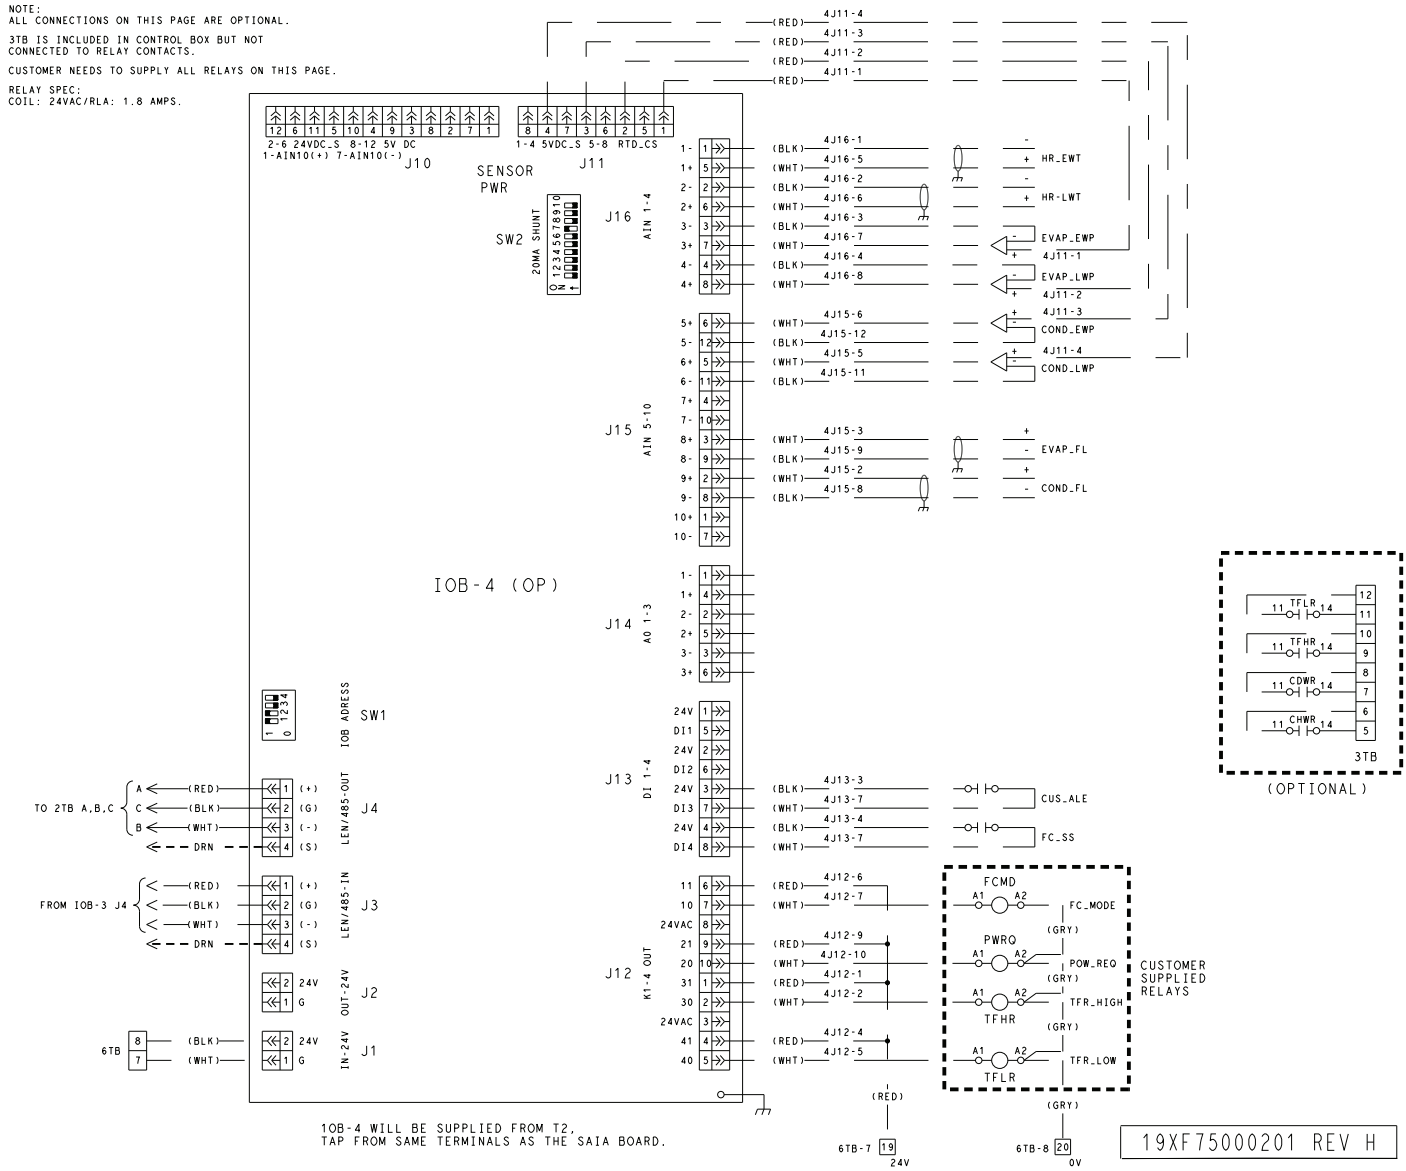

Fig. 15 — 19XR6/7 IOB4
1. See Fig. 15 for IOB4 wiring diagram.
2. For pressure readings, only Vout (output) terminal is indicated. See Fig. 15 for Vin (+) and ground (–).